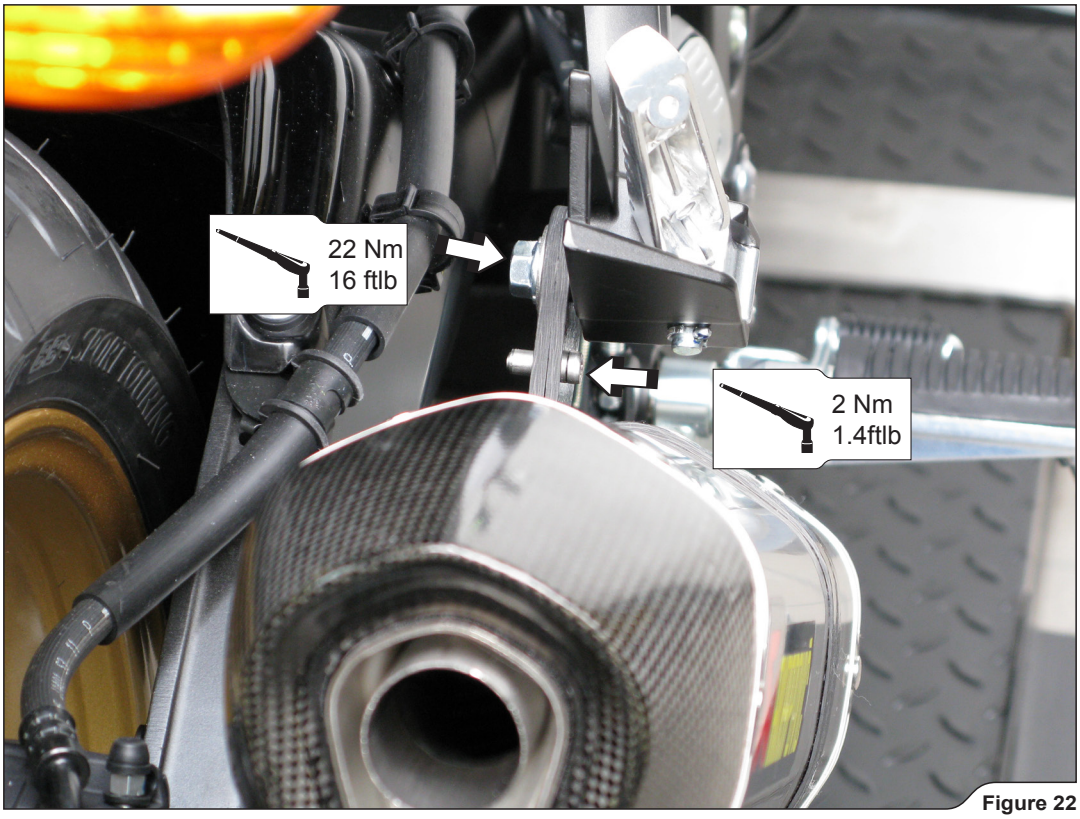

Figure 22
14. Tighten the carbon-fiber clamp's bolts to a specified torques, using Akrapovič bolts and washer. **(Figure 22).**